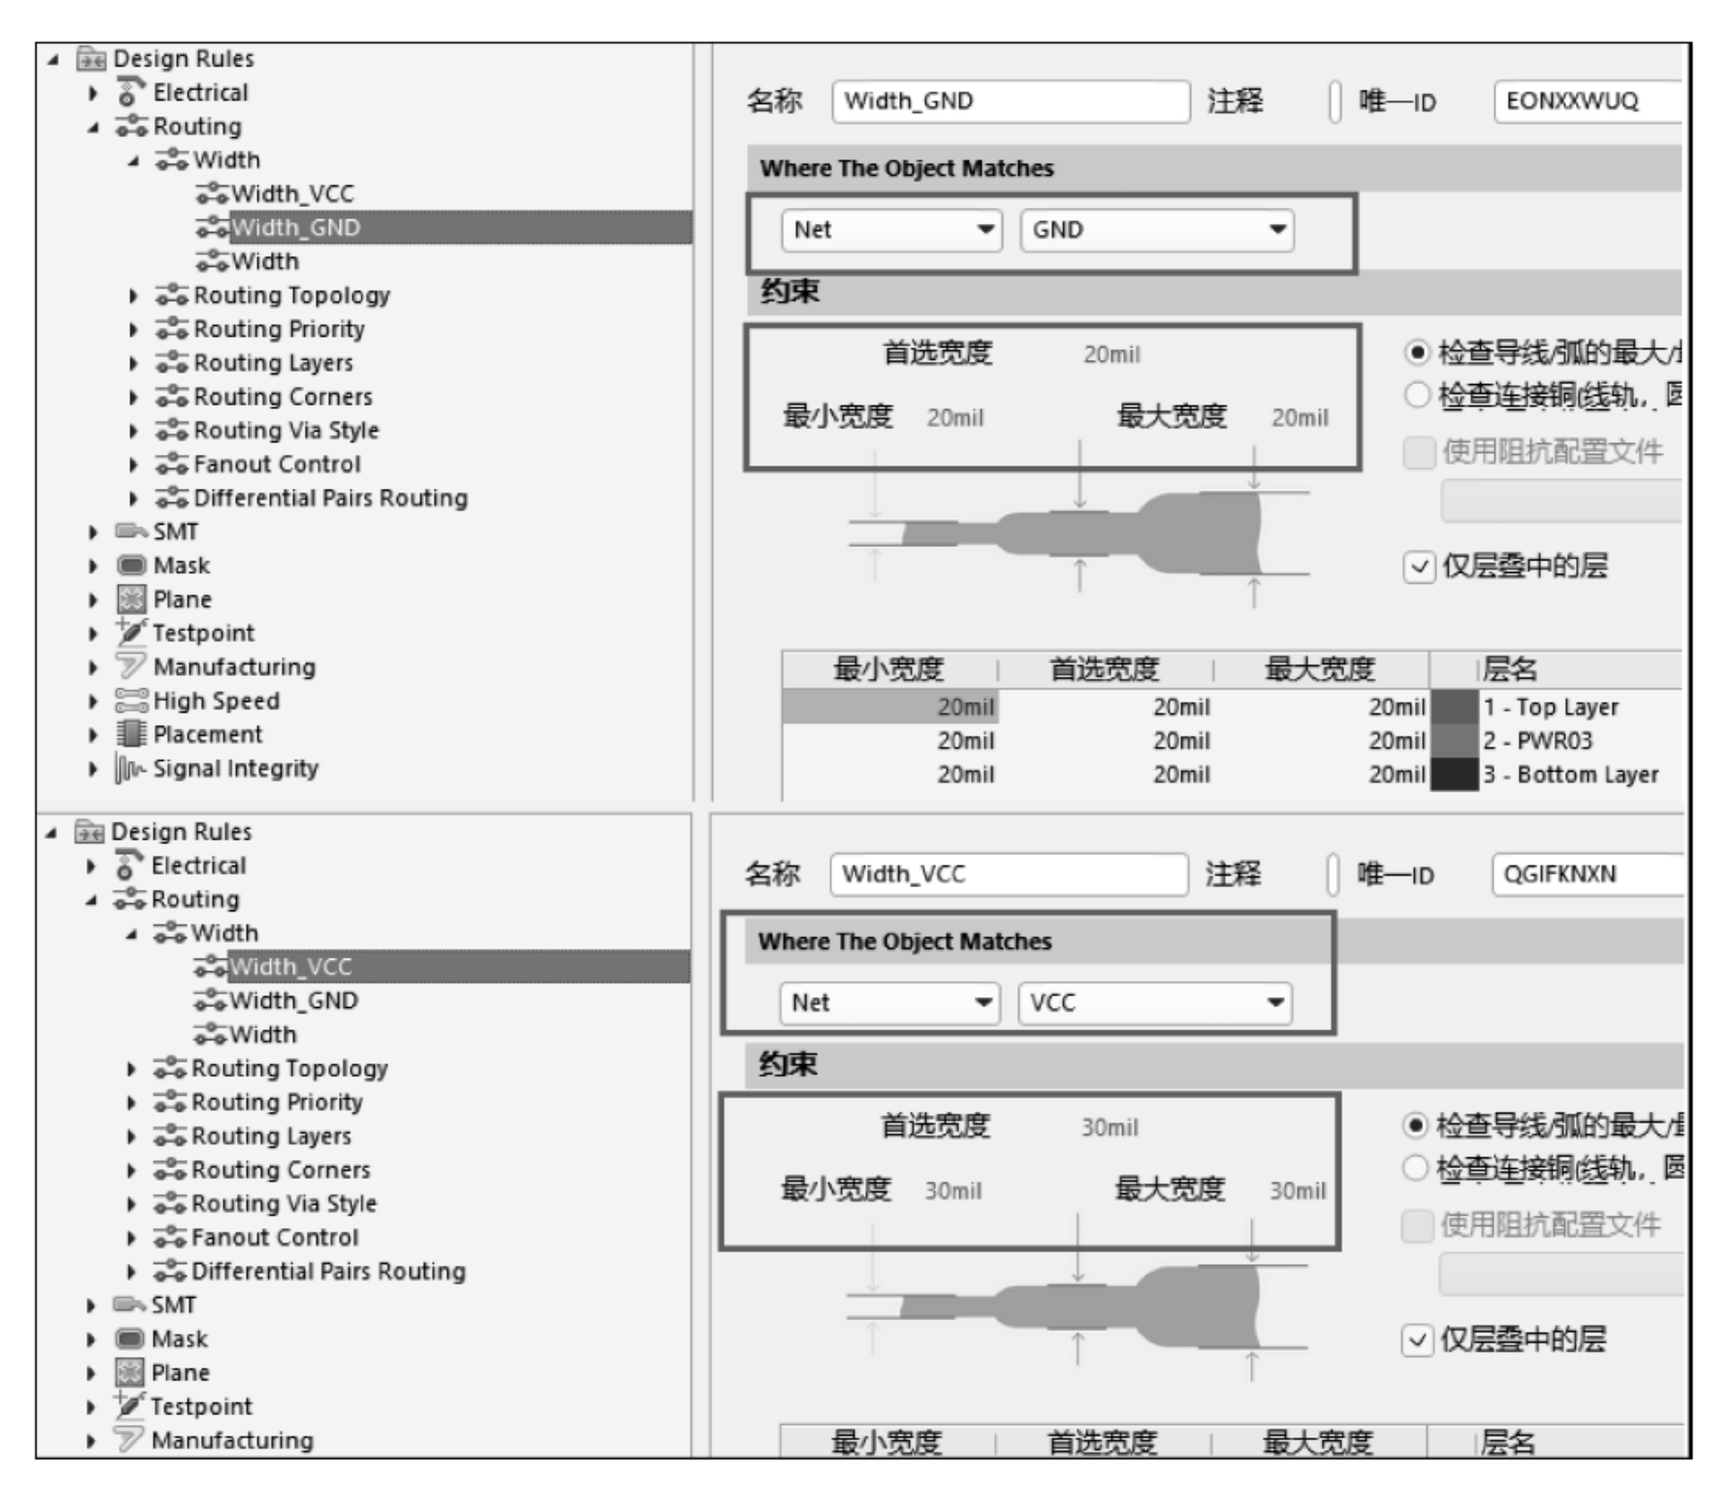

图 2-19　针对网络设置不同的线宽值
(2) 给这两个规则设置约束值，在 Where The Object Matches 中选择相应的约束项，并在约束值中输入需要的线宽值，如图 2-19 所示。